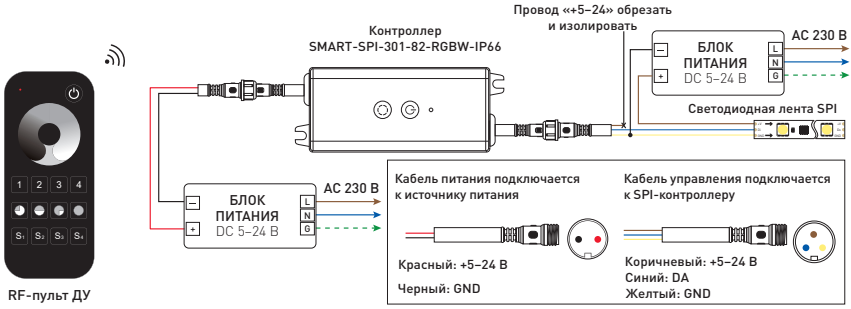

Рис. 3. Схема подключения контроллера для управления SPI-лентой (DIM/RGB/RGBW)
3.5. Подключите контроллер согласно одной из схем, представленных на рис. 3–5.